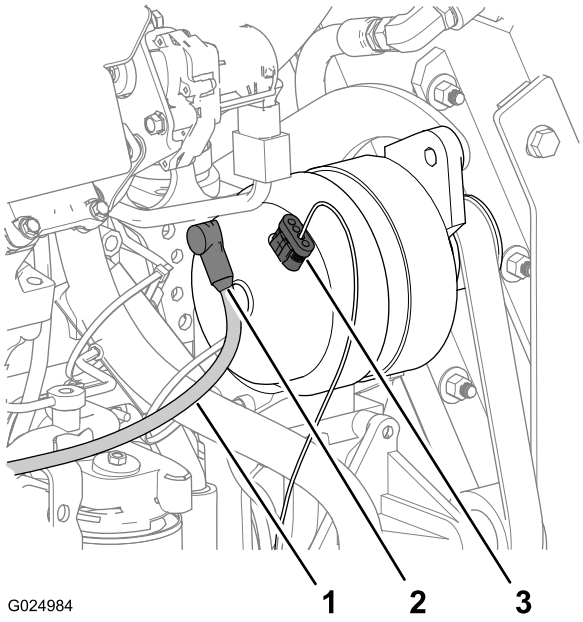

Figure 116
1. Sur l'alternateur, enlevez la capuchon de la borne et du goujon au dos de l'alternateur (Figure 116).
3. Débranchez le connecteur à 4 douilles du câble de détection de tension du connecteur à 4 broches au sommet de l'alternateur (Figure 116).
2. Branchez le connecteur à 4 douilles du câble de détection de tension au connecteur à 4 broches au sommet de l'alternateur (Figure 116).
3. Fixez la borne du câble de charge au goujon au dos de l'alternateur (Figure 116).
5. Recouvrez la borne et le goujon avec le capuchon du câble de charge (Figure 116).